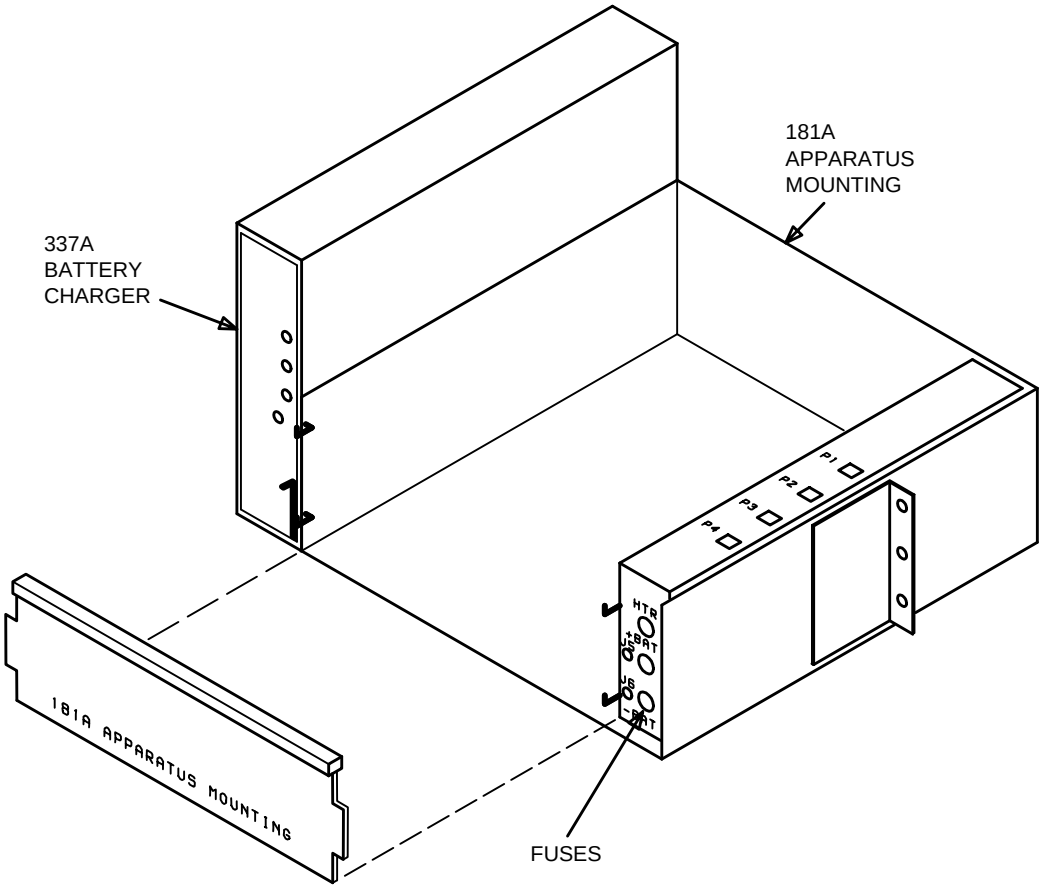

**Figure 2 – Battery Shelf**
3. Insert the **337A BATTERY CHARGER** into the slot located on the left side of the battery shelf (Figure 2) and press the **HIGH RATE CHG/ACTIVATE** button on the **BATTERY CHARGER**.